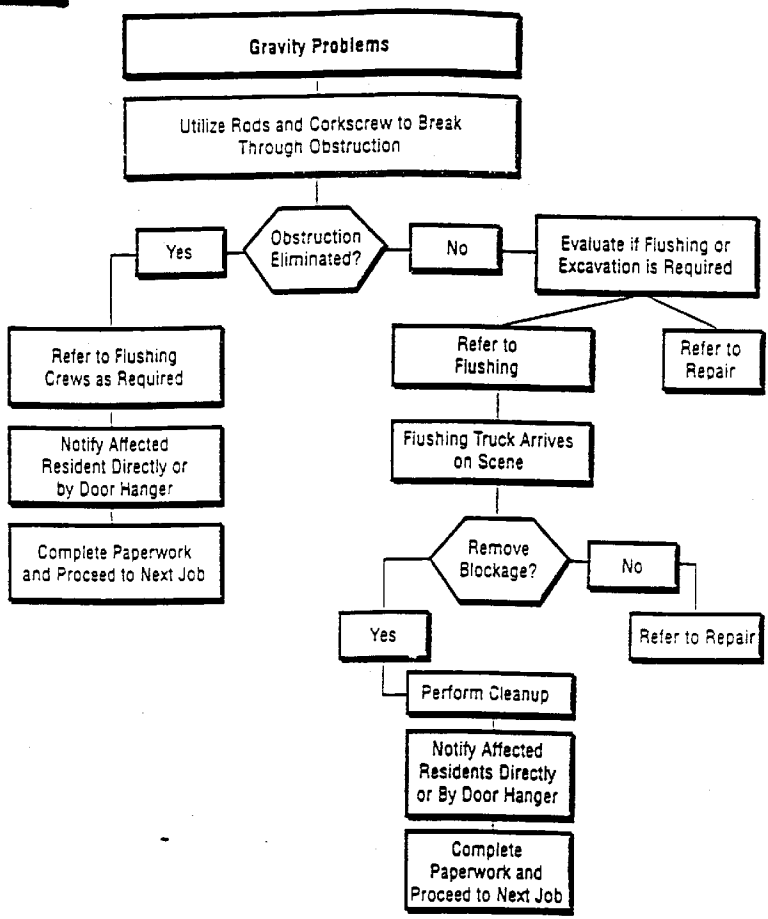

Figure 2-6
- sewer house connection or main choke (see step 6 and Figures 2-6 and 2-7)